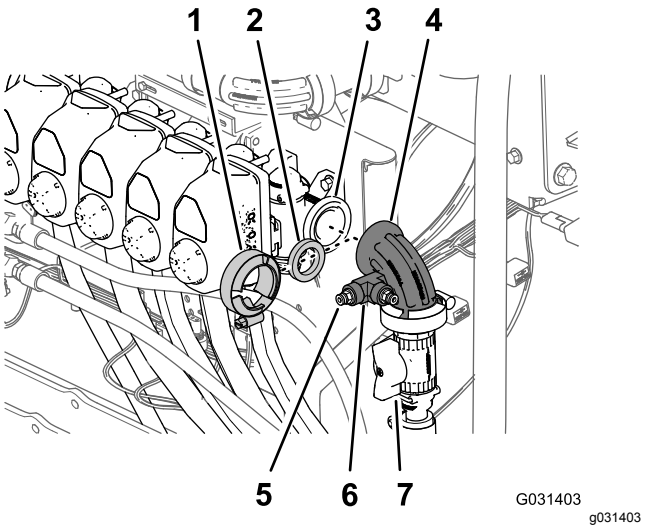

Figur 185
1. Rikta in packningen och 90-gradersknäröret för slangvindan med flänsen från munstycksventil 10 (Figur 185).
2. Fäst knäröret och packningen på ventilen med en flänsklämma och dra åt klämman för hand (Figur 185).
3. Använd PTFE-gängtätningsmedel på rörkopplingens gängor och montera rörkopplingen i T-kopplingen enligt Figur 185